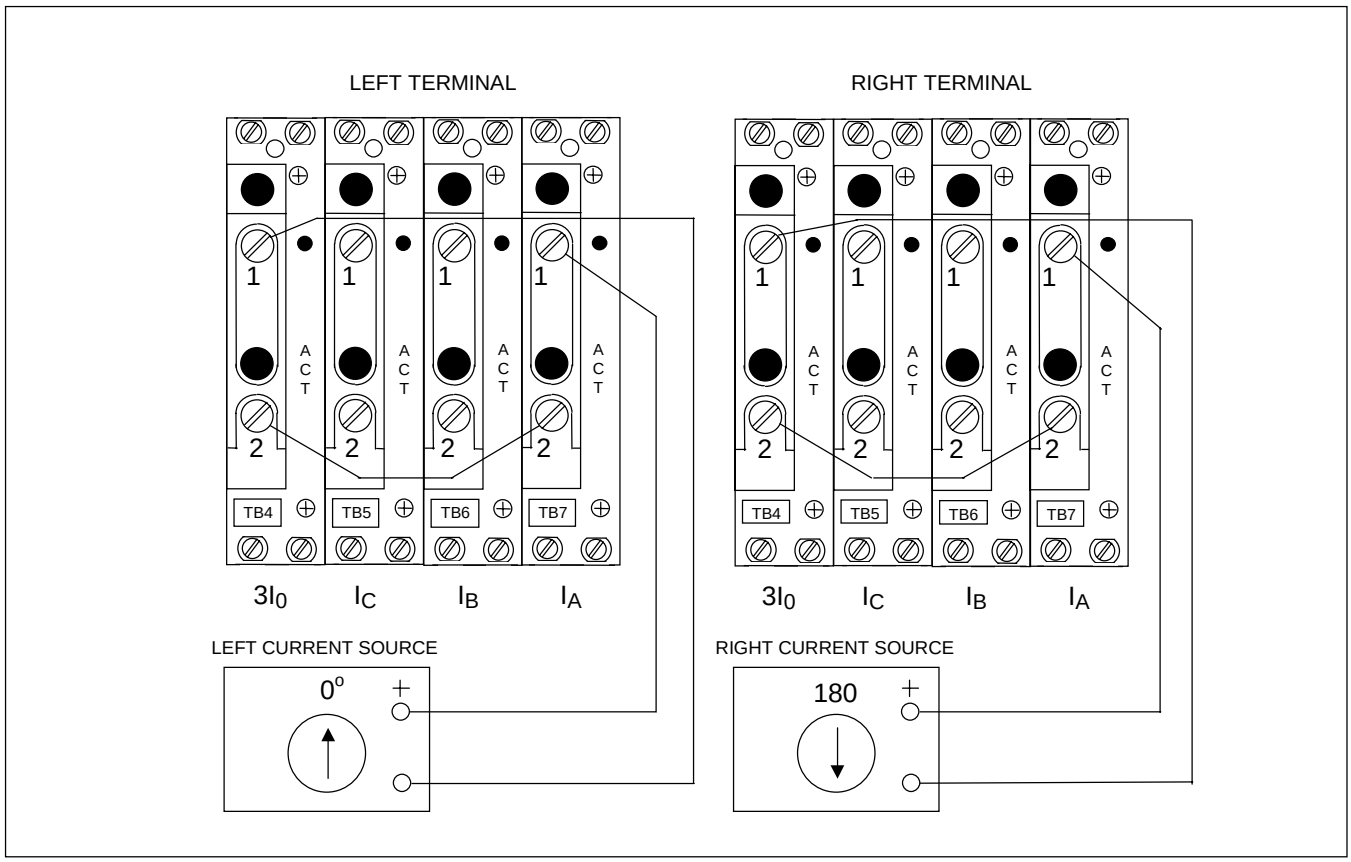

Figura 7-12. Conexión de prueba para mostrar la característica arco iris, fallo de A-G
5. Tal como se muestra en la Figura 7-12, el ancho del arco iris es igual a dos veces el valor de la polarización. La característica arco iris puede mostrarse manteniendo fija la corriente en el terminal derecho (a 2,5 amperios y 180°) y variando la corriente en el terminal izquierdo.